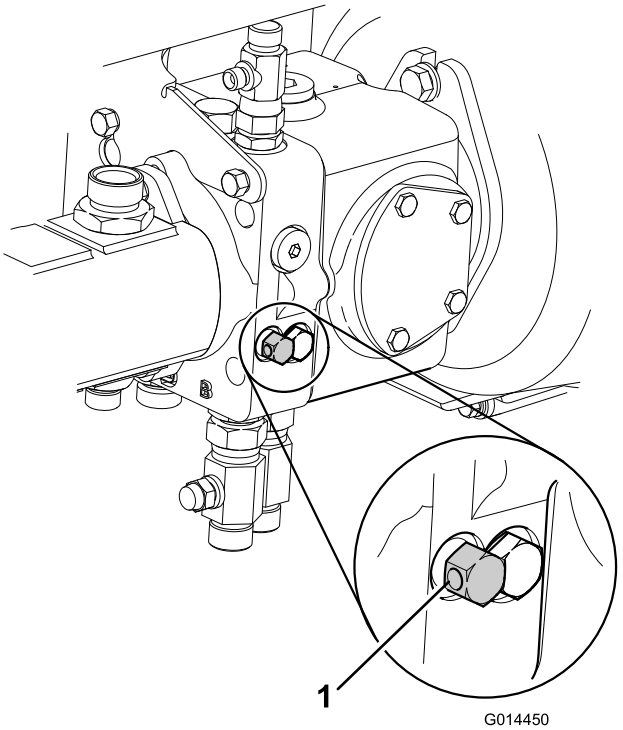

Figur 47
7. Frigjør det hydrauliske bremsesystemet ved å vri omløpsventilen som er plassert under girpumpen mot klokken maks. tre omdreininger (Figur 47).